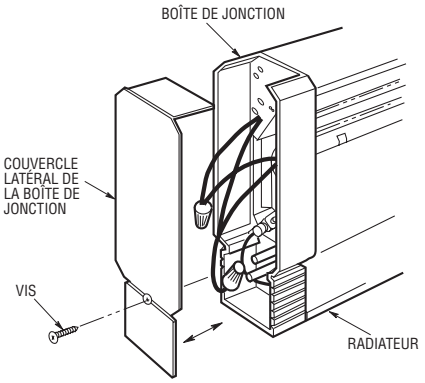

Figure 3. Dépose du couvercle latéral
3. Déposez le couvercle latéral de la boîte de jonction gauche ou droite en enlevant la vis à l'extrémité du radiateur et en glissant le couvercle latéralement (voir la figure 3).